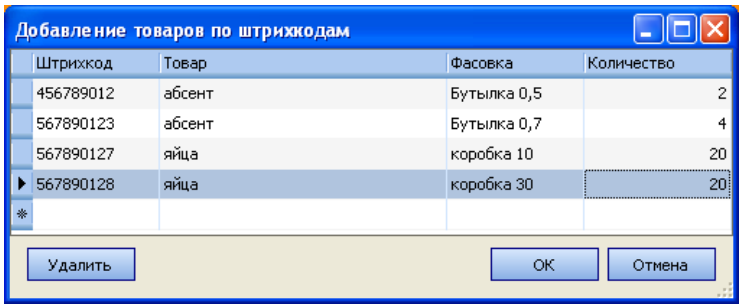

Рисунок 53 Форма добавления товаров по штрихкодам
1. Нажмите кнопки **Действия** → **Сканировать штрихкоды**. Откроется окно добавления товаров по штрихкодам (см. Рисунок 53).